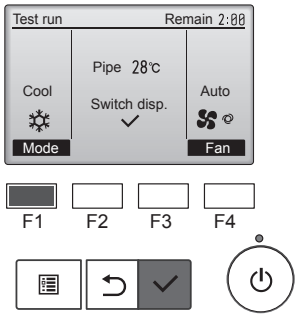

Fig. 7-3
① Drücken Sie die Taste [F1], um den Betriebsmodus umzuschalten. (Fig. 7-3)